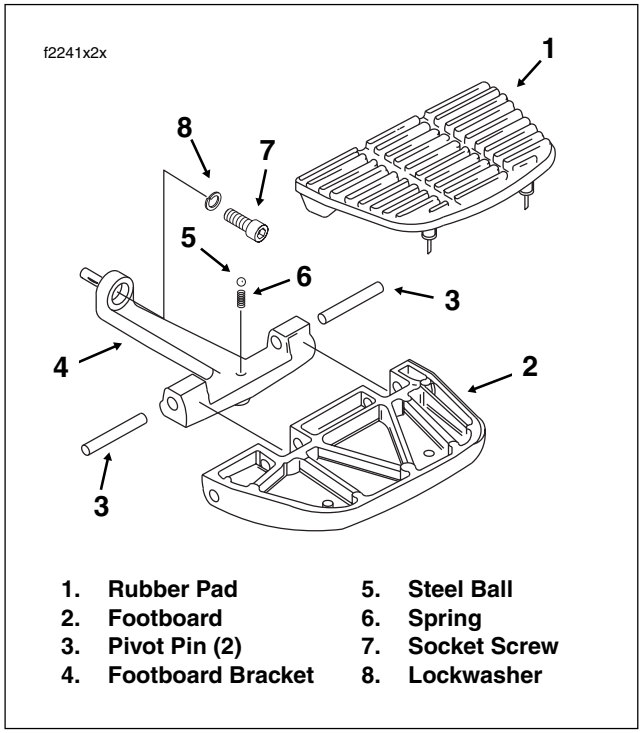

Figure 2-204. Passenger Footboard (All Models Except FLHRS, FLHX)
1. Tilt footboard upward. From bottom of footboard, use a small flat blade screwdriver to push rubber beads on pad up through holes in footboard. Remove pad. See Figure 2-204.
2. Place spring into hole in footboard bracket. Place ball on top of spring. See Figure 2-204.